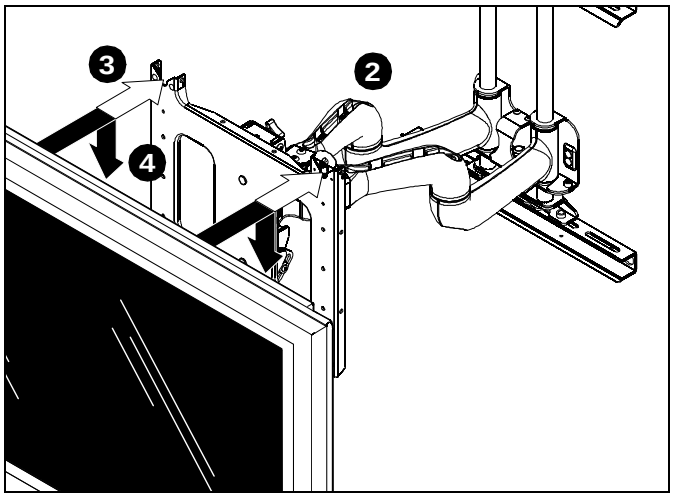
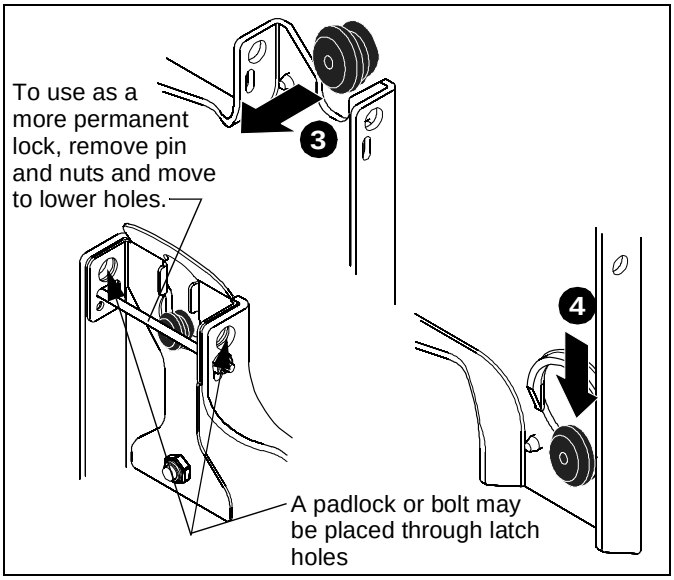

Figure 5
Figure 6
3. While supporting both sides of display, align four mounting buttons on display or interface bracket with four mounting holes in faceplate. (See Figure 5)
4. Lower display into place listening for audible "click" to ensure recessed area of mounting buttons are properly seated in lower area of mounting holes and ClickConnect mechanism has engaged. (See Figure 5) and (See Figure 6)
NOTE: Holes are provided in the faceplate for use with a padlock or similar locking device, if desired. In addition, the pin and nut may be removed from the upper holes and moved to the lower holes for use as a more permanent locking device. (See Figure 6)